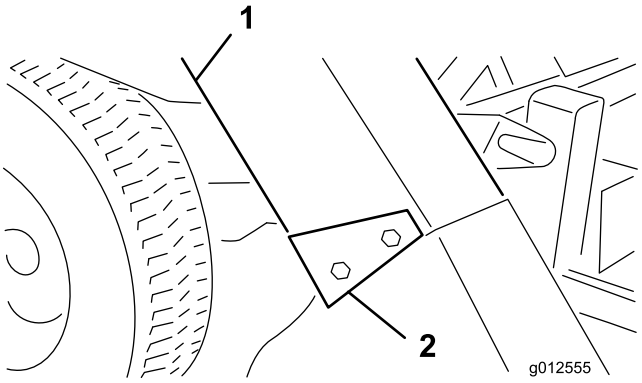

Figur 29
4. Skyv sjakten over blåsemaskinåpningen og opp på monteringsboltene (Figur 29).